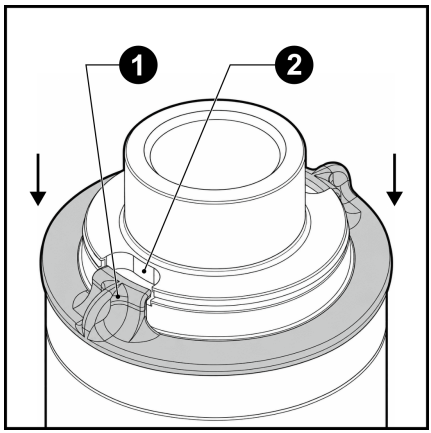

Рис. 19
3.11 Установите пластиковую заглушку на блокирующую муфту, так чтобы технологические выступы заглушки (**1**) совместились с выборками для захватов съёмника подшипников (**2**). (**Рис. 19**)